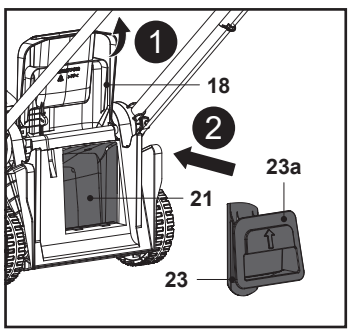

**Fig. 14**
7. Deschide deflectorul spate (18), ține în poziție mânerul încastrat (23a) și introdu până la capăt accesoriul de mărunțire (23) în jgheabul de evacuare spate (21) (fig. 14).